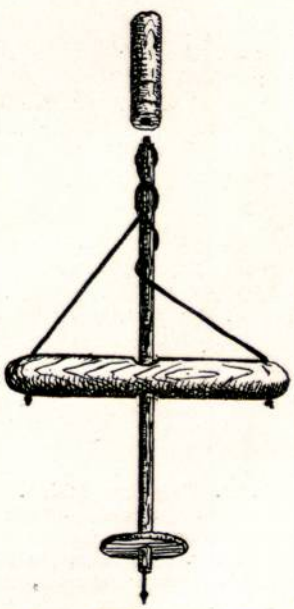

Abb. 80. Rekonstruktion der Rennspindel nach Theophilus, um 1100.
3. Die Rennspindel od. den Tanzmeister beschreibt Theophilus um 1100 (Buch 3, Kap. 95), um Perlen zu bohren: „sie werden mit einem feinen gestählten Eisen durchbohrt, das in ein Holz eingefügt sei. Dieses hat eine kleine Scheibe aus Blei und ein anderes Holz, in welchem es sich dreht. Daran ist ein Riemen gelegt, durch den man es in Umdrehung setzt." Meine Rekonstruktion zeigt Abb. 80. Im Artikel „Fingerhut" sieht man hier eine Rennspindel von etwa 1382 abgebildet. Leonardo da Vinci skizziert um 1495 in Manuskript J (Bl. 23v) eine Rennspindel zum Bohren in Glas. Zwei Originale, etwa von 1570, davon das eine mit Schwungscheibe, besitzt das Histor. Museum zu Dresden.